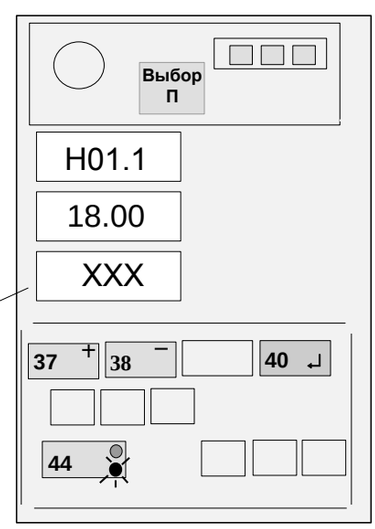

Рисунок 12
4.4.6.1 Нажимая кнопку 44, набрать на верхнем ИЖЦ код "Н01.1" (см. рисунок 12).